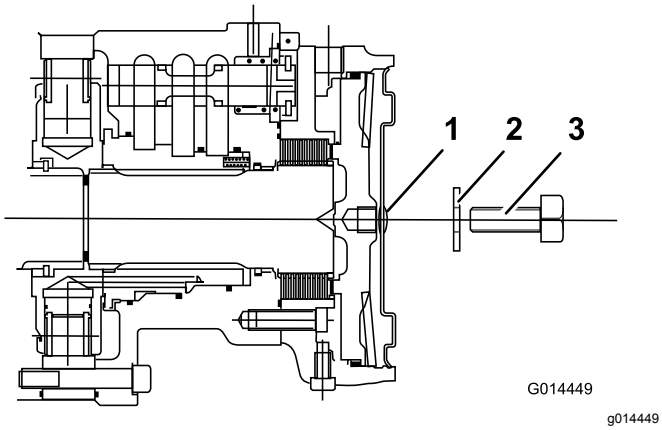

Figuur 45
5. Draai de stelschroef vast in het draadgat in de remzuiger totdat de rem is uitgezet (Figuur 45).
6. Ga naar de remschijf op het linker voorwiel en herhaal bovenstaande procedure (Figuur 45).